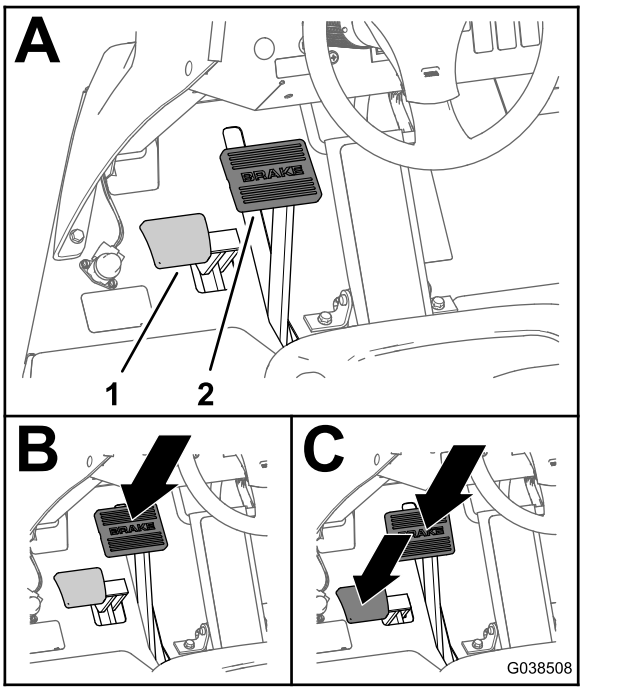

Figur 19
1. Tryk driftsbremsepedalen ned (Figur 19).
2. Tryk parkeringsbremsepedalen ned samtidig med, at du holder driftsbremsepedalen nede (Figur 19).